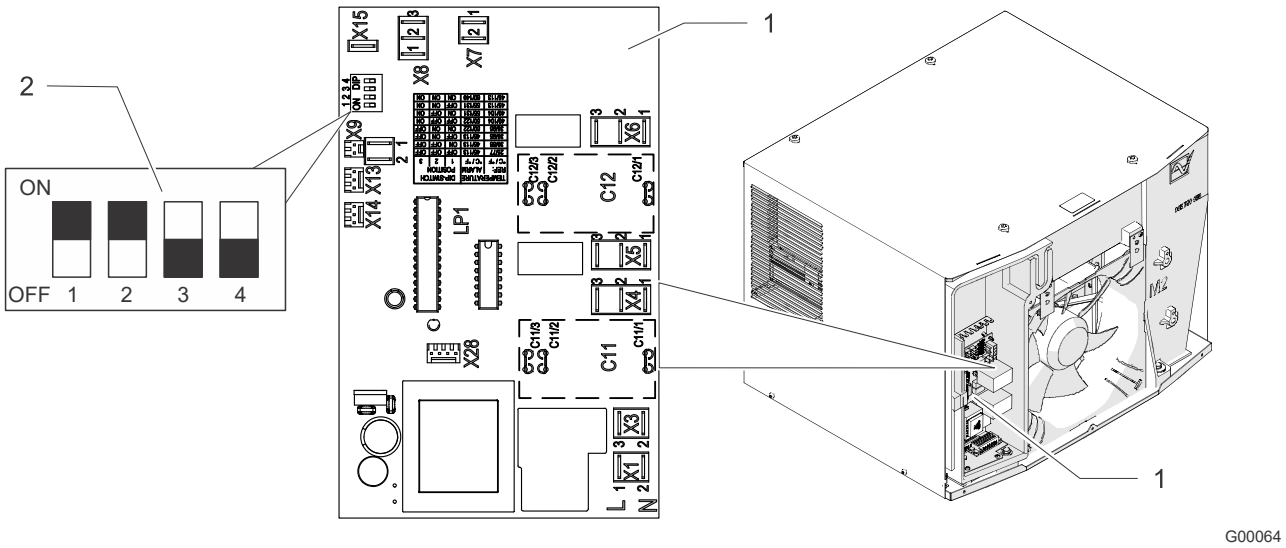

Fig. 21 : réglage des commutateurs DIP
2. Régler le commutateur DIP (« Fig. 21 », rep. 2) sur le contrôleur conformément à « Possibilités de réglage des commutateurs DIP », Page 42.